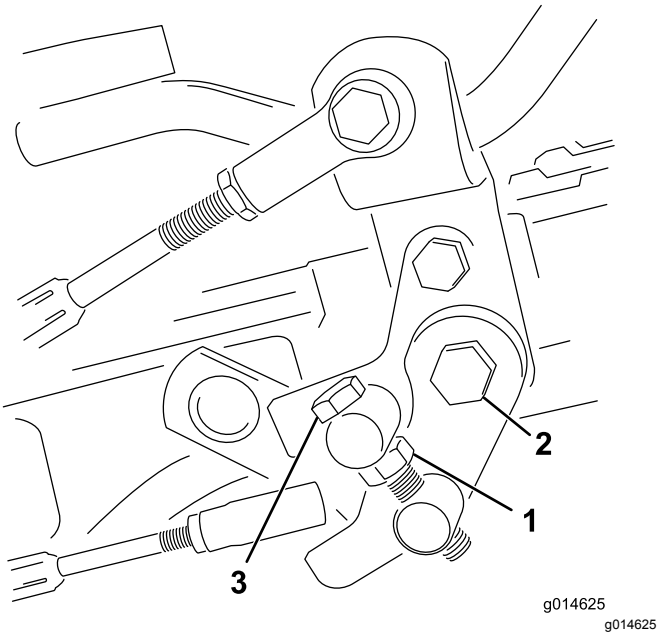

Figur 35
1. Løsne låsemutteren på vuggetappbolten (Figur 35).
4. Stram låsemutteren på vuggetappbolten og mutteren på pedaltappen for å låse justeringen (Figur 35). Sjekk justeringen, og juster etter behov.